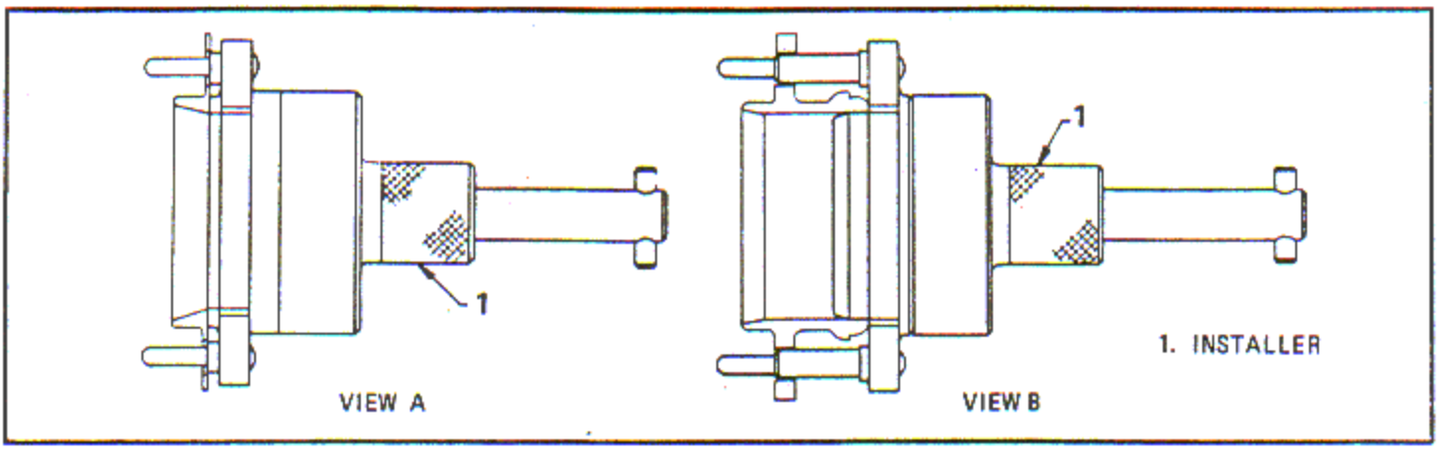

Figure 6-176. Cylinder Exhaust Port Connector or Sleeve Installation
a. Prepare the cylinder for heating as instructed in paragraph 6-538. See figure 6-176.